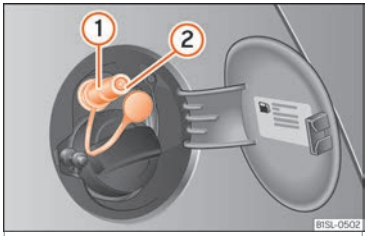

Fig. 180 Open tank lid: gas filler mouth (1), filler mouth retainer (2)
- Remove the plug from the gas filler mouth ››› Fig. 180 (1).